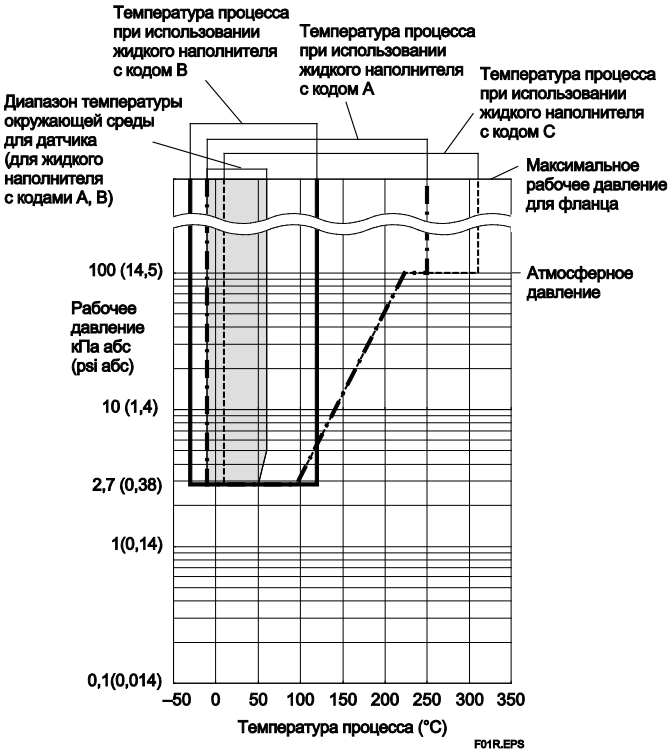

Рисунок 1-1. Рабочее давление и температура процесса (Жидкий наполнитель: силиконовое масло для общего и высокотемпературного применения)
Для атмосферного давления или ниже см. Рис. 1-1 и 1-2.
*1: См. рис. 1-1 и 1-2 «Рабочее давление и рабочая температура».